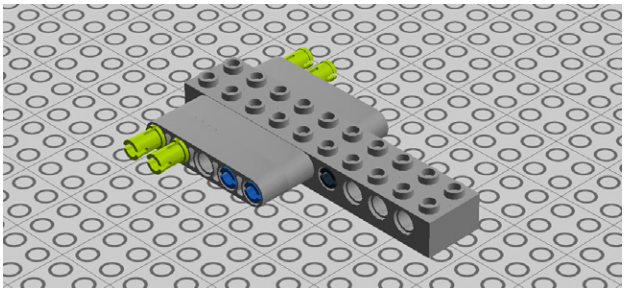

Figure 7-88. *Step 81: More pegs*
81. Add two connector pegs to each side (see Figure 7-88).